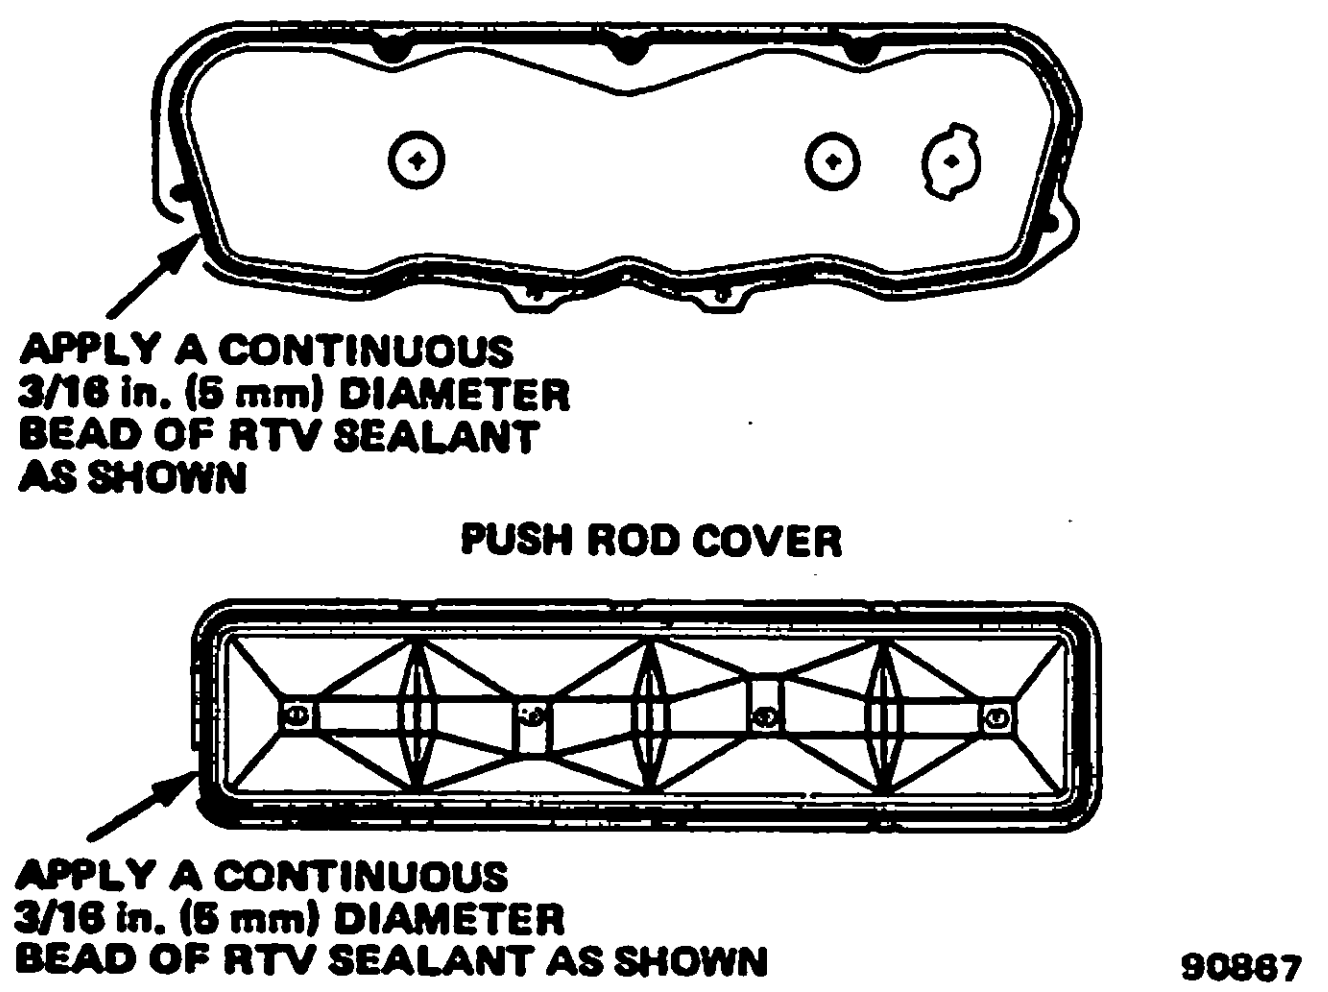

Fig. 1B-25 Cylinder Head Cover and Push Rod Cover RTV Sealant Application
(1) Thoroughly clean sealing surfaces on cylinder head cover and cylinder head.
(2) Apply continuous 3/16-inch (5 mm) diameter bead of RTV sealant on cylinder head cover as illustrated in figure 1B-25.
(3) Position cover on head, install retaining bolts and tighten with 7 foot-pounds (10 N•m) torque.
(4) Install spark plug wires, PCV valve (or hose) and air cleaner.
(1) Thoroughly clean sealing surfaces on push rod cover and cylinder block.
(2) Apply continuous 3/16-inch (5 mm) bead of RTV sealant on push rod cover as illustrated in figure 1B-25.
(3) Install cover and cover-to-block bolts. Tighten bolts with 75 inch-pounds (9 N•m) torque.
(4) Install intake manifold. Refer to Intake Manifold for replacement procedure.